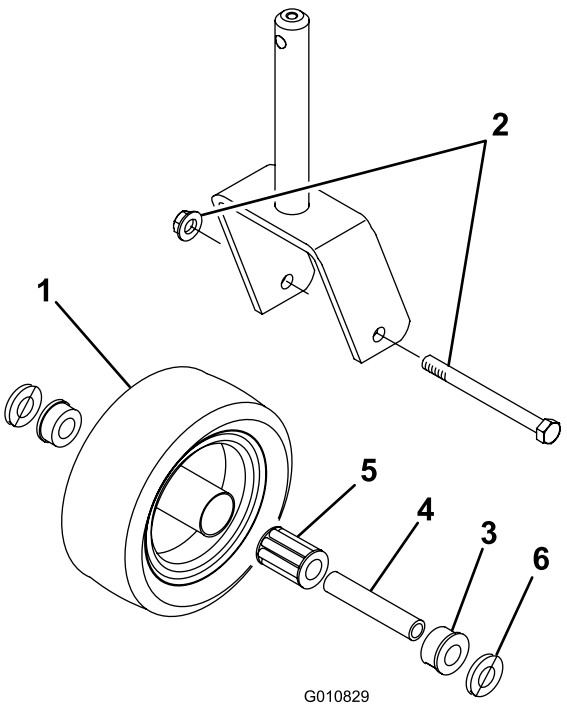

Figure 22
1. Enlevez le contre-écrou de la vis qui fixe la roue pivotante à la fourche (Figure 22).
3. Sortez la douille pour clé du moyeu de roue (Figure 22).
9. Insérez l'autre bague dans le côté ouvert du moyeu pour bloquer le roulement à l'intérieur (Figure 22).